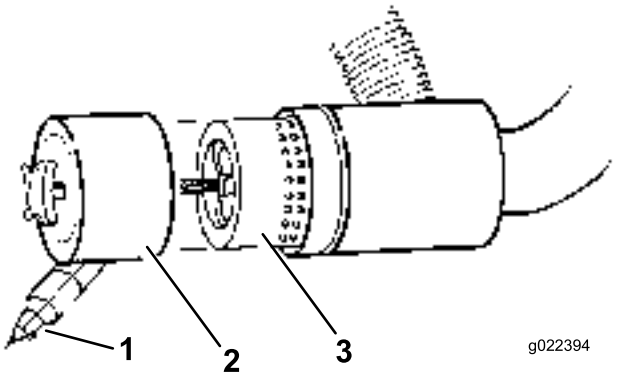

Rysunek 49
3. Usuń i wymień filtr (Rysunek 49).